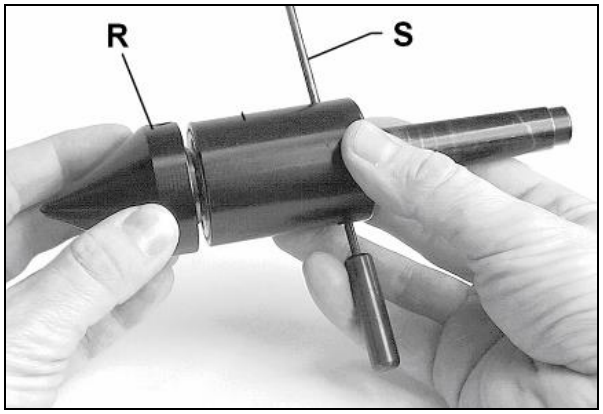

Fig 22
Pour dévisser la pointe conique (R, Fig 22) il faut que la broche soit fixée à la goupille transversale (S).